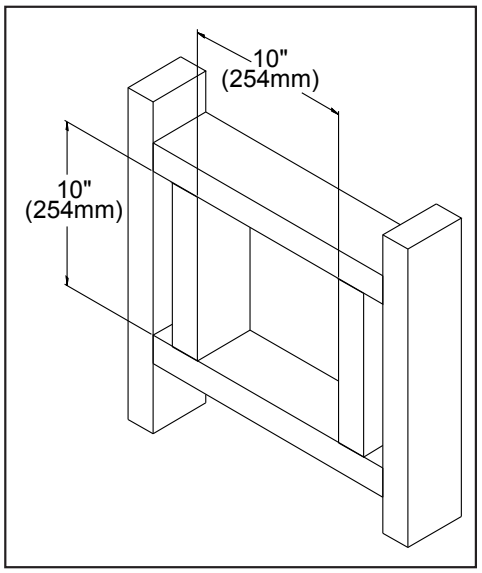

Figure 32: Wall Framing Hole for Horizontal Installation.
3. With the pipe attached to the stove in the correct location, mark the wall for a 10" (25.4cm) x 10" (25.4 cm) square hole (refer to Figure 32). The center of the square hole should match the center line of the horizontal pipe. Cut and frame the 10" (25.4cm) x 10" (25.4cm) hole in the exterior wall where the vent will be terminated. Refer to Figure 23 and Table 7. If the wall being penetrated is constructed of non-combustible material i.e. masonry or concrete, a 7" (17.8cm) hole is acceptable.
Cut a 10" (25.4 cm) minimum hole in the wall to maintain clearances to combustibles. Frame hole as shown in Figure 32.